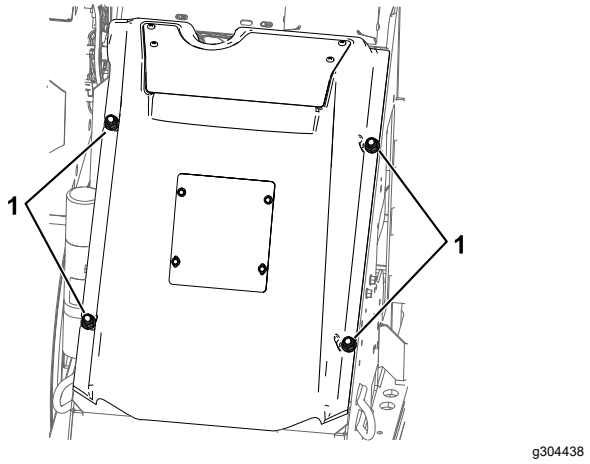

Figuur 27
4. Maak de 4 moeren los waarmee de motorkap bevestigd is (Figuur 27).